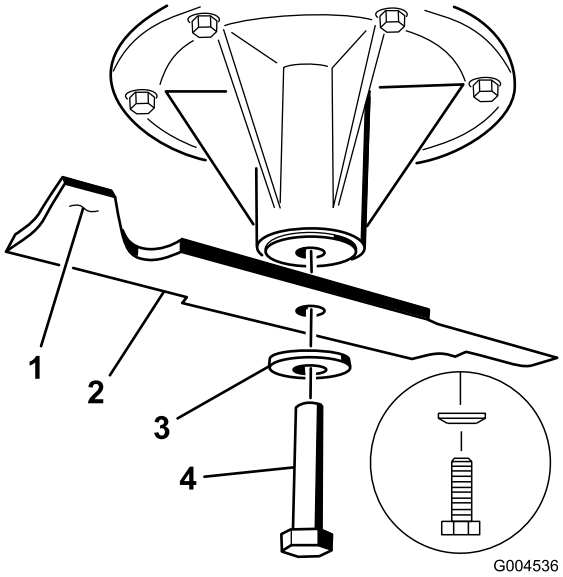
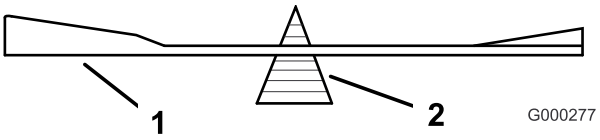

Figur 80
Figur 82
2. Avlägsna knivskruven, den böjda brickan och kniven från spindelaxeln (Figur 80).
2. Kontrollera knivens balans med en knivbalanserare (Figur 82). Om kniven stannar kvar i ett horisontellt läge är den i balans och kan användas. Om kniven inte är balanserad kan du fila bort lite metall från knivens segeldel (Figur 80). Upprepa proceduren tills kniven är balanserad.